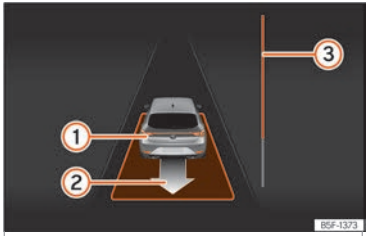

Fig. 201 En la pantalla del cuadro de instrumentos: desaparcar de un hueco en línea.
- Retroceda hasta que suene la señal continua del ParkPilot; **O BIEN:** dé marcha atrás hasta que en la pantalla del cuadro de instrumentos aparezca la indicación de dar marcha adelante. La barra de progreso ››› fig. 201 ③ indica la distancia que hay que recorrer ››› pág. 308.